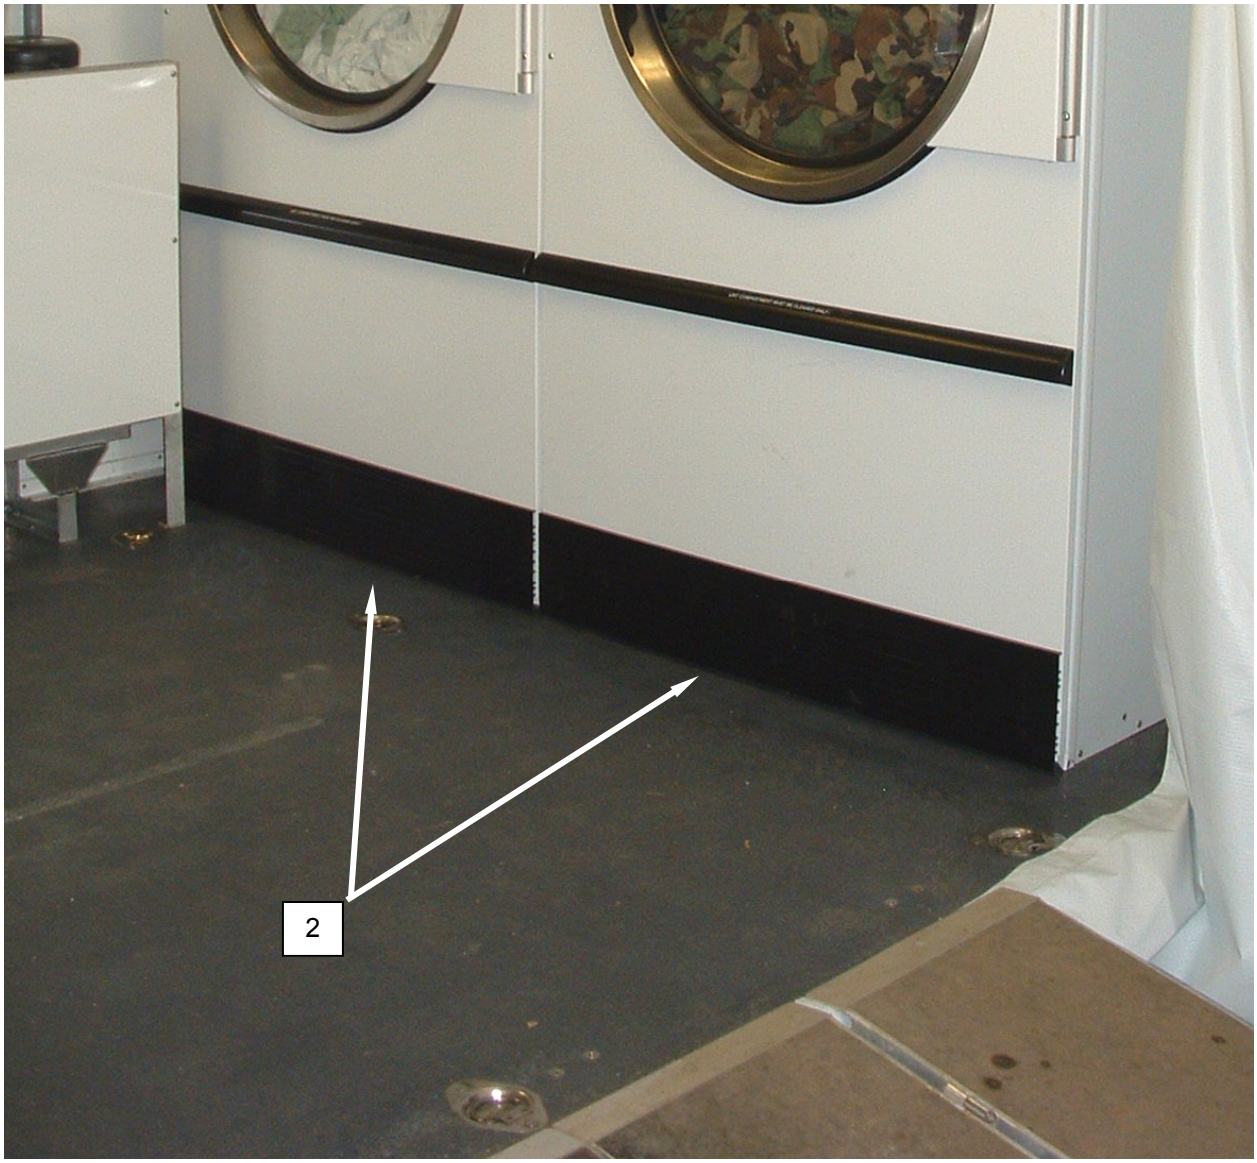

Figure 2. CBL Full Packout.
6. Remove dryer lint compartment doors **(Figure 2, Item 2)**.